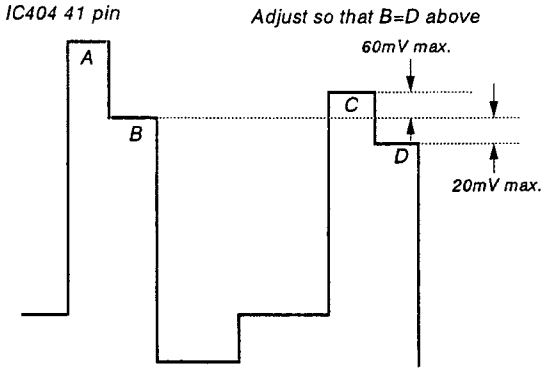

Fig. 24
4) Adjust R-Y LEVEL PAL so that the tops of the waveform line up as in the diagram below. (Fig. 24)